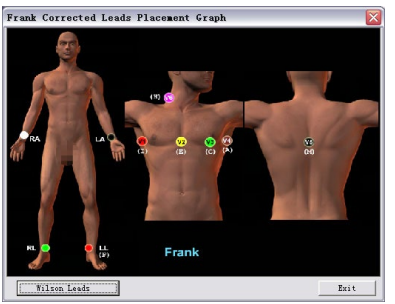
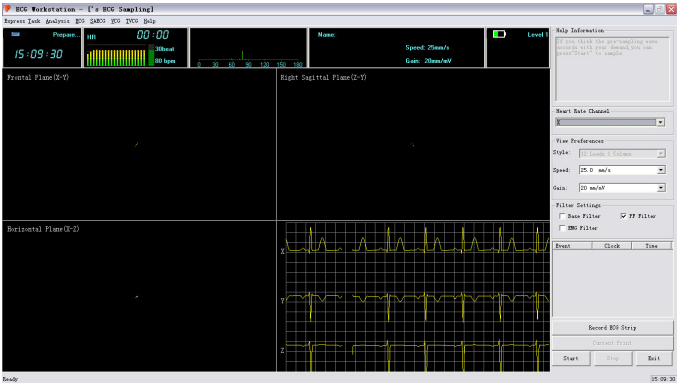

Figure 29
Figure 30
- If both "Wlison Type 12 Leads" and "Frank 3Leads" are selected, systems will pop up dialog (As **Figure 28**) after clicking "close" button in **Figure 29**.
Place the electrodes according to Figure 29, then click "Start" button to enter the interface shown as Figure 30.